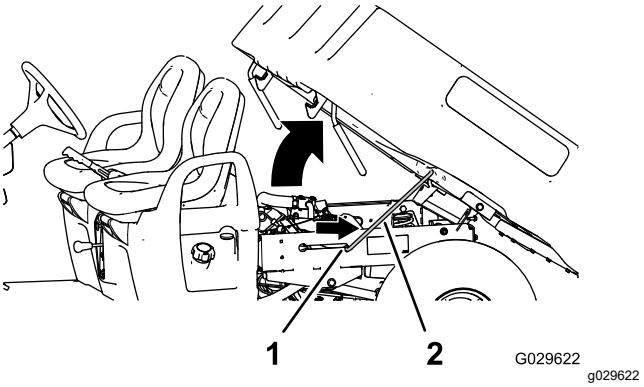

Figuur 15
2. Zet de steunstang in de borgsleuf om de laadbak vast te zetten (Figuur 15).
2. Neem de steunstang uit de palopening (Figuur 15).
3. Laat de bak neer tot hij stevig vergrendeld is (Figuur 15).